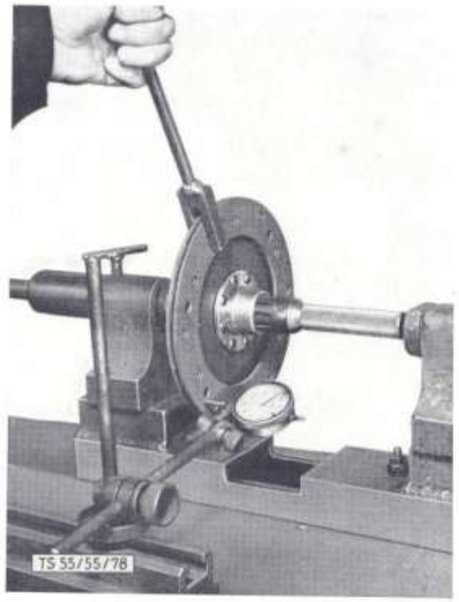

Bild 80: **Richten der Kupplungsscheibe**
a) Scheibe auf einen passenden Dorn schieben und zwischen Spitzen spannen (Bild 80). Schlag mit Meßuhr messen! (Höchstzulässig 0,3 mm.)